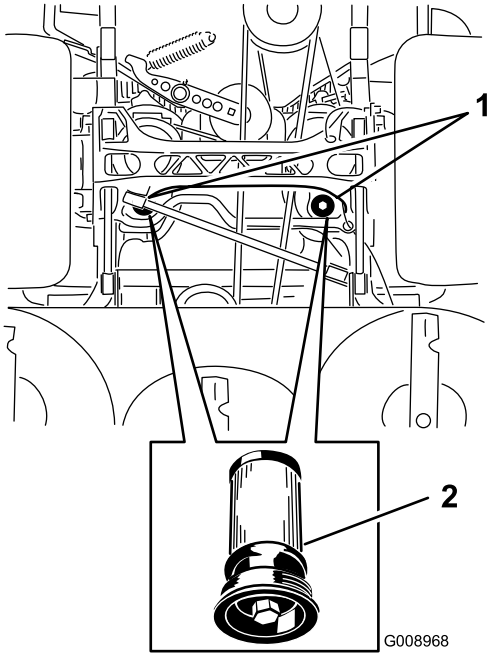

Figur 91
5. Plasser et tappefat under filteret, fjern det gamle filteret og tørk av overflaten (Figur 91).
6. Påfør et tynt lag med hydraulikkolje på gummipakningen på det nye filteret (Figur 91).